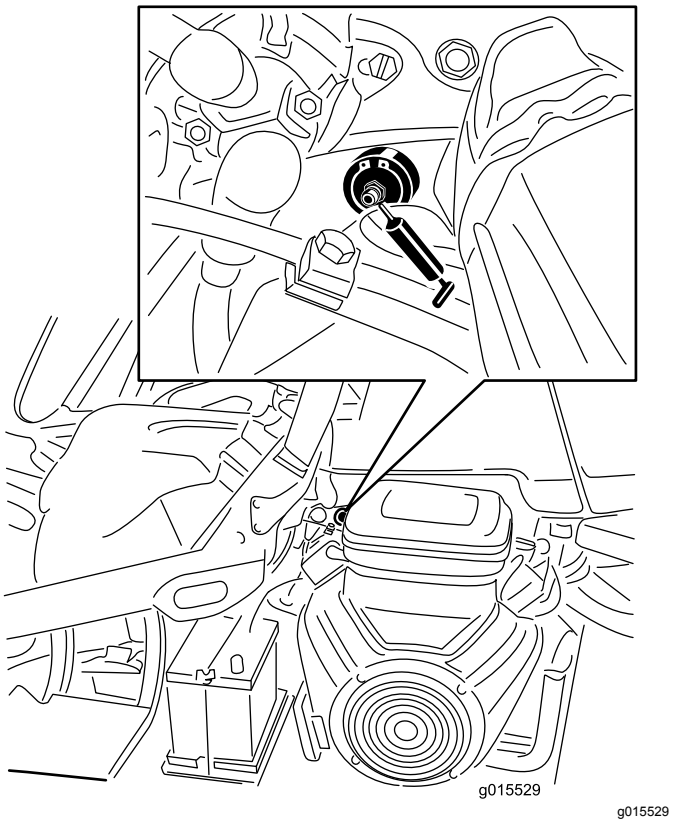

Figur 29
1. Torka av smörjnippeln så att du inte tvingar in främmande ämnen i lagren eller bussningarna (Figur 29).